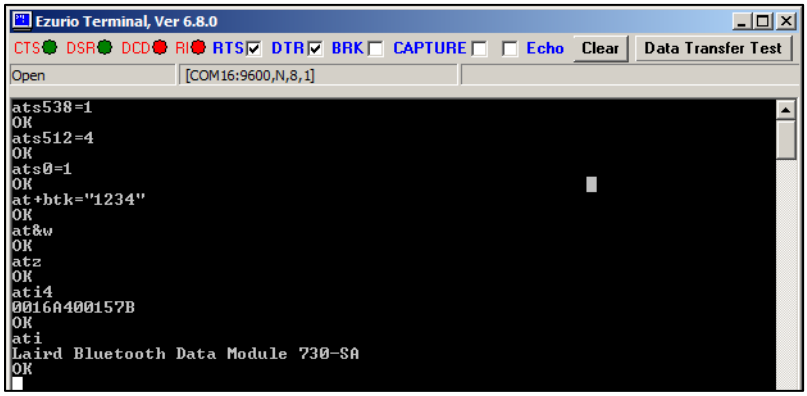
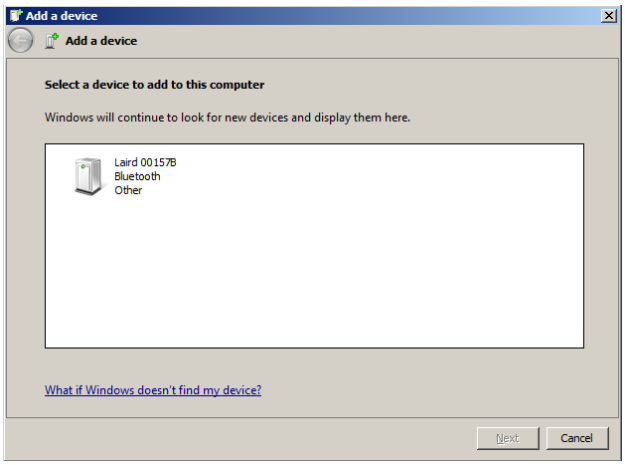

Figure 3: Module setup
Figure 15: Add a device
8. Send the following commands to set up the module, as shown in Figure 3:
2. Click **Add a device**. The DVK-BT730 should now appear, in this case as Laird 00157B (Figure 15). If you cannot identify the correct device, refer to the ATI4 command from the module setup (Figure 3).